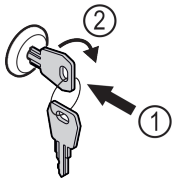

Fig. 146 Reprezentare exemplificatoare
▶ Introduceți cheia prin apăsare *Fig. 146 (1)*.
▶ Rotiți cheia cu 90° în sensul acelor de ceasornic *Fig. 146 (2)*.